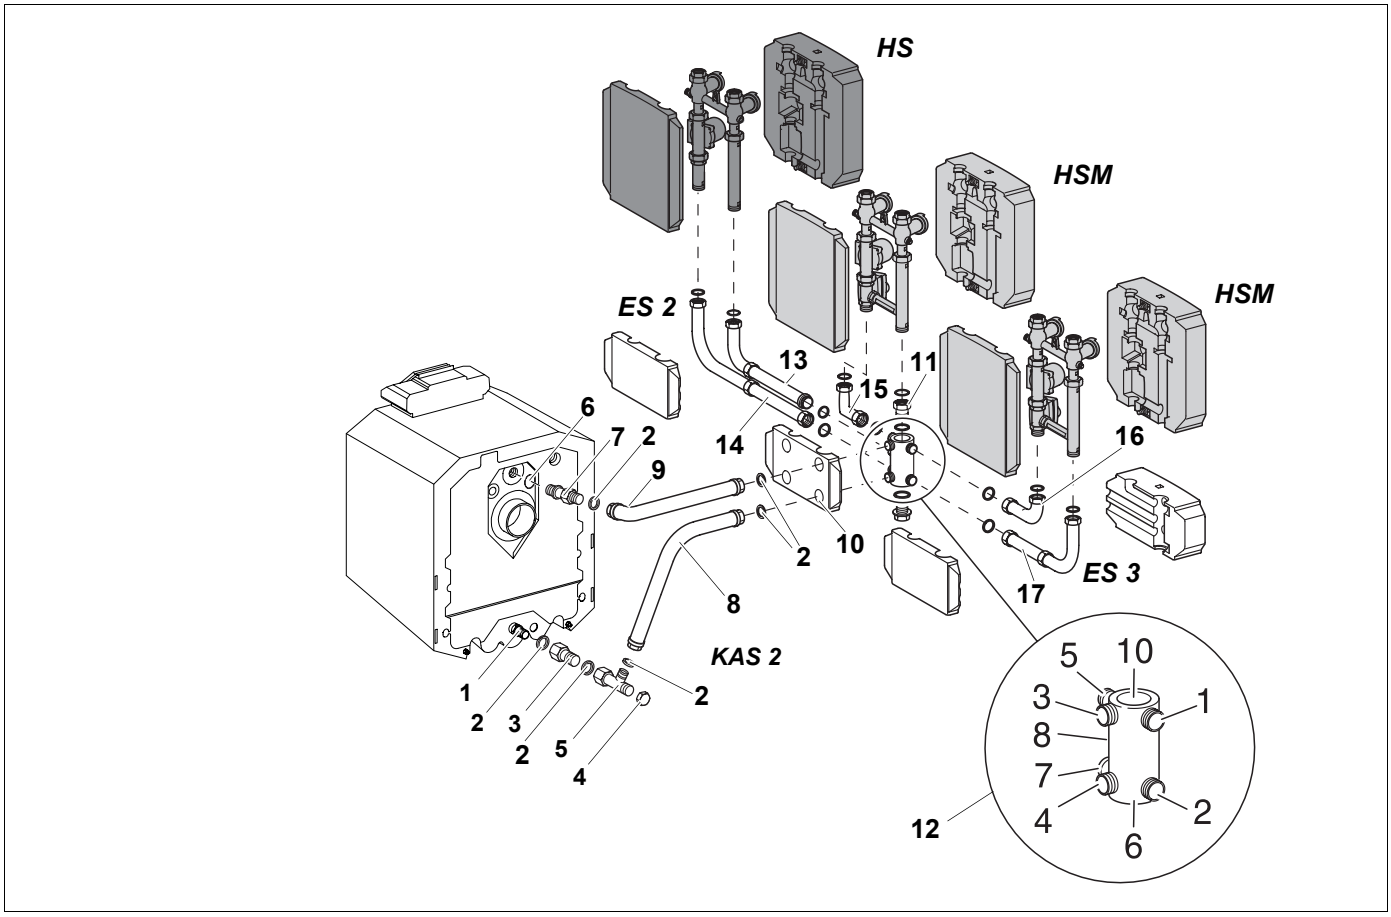

Рис. 8 Боковое подключение, левое параллельное исполнение
Экспликация рис. 8
- Установить отвод трубопровода с уплотнением (длинная сторона) (рис. 8).
- Установить отвод трубопровода с уплотнением (короткая сторона) (рис. 8).
- Прикрутить комплект подключения отопительного контура со смесителем (HSM) или без смесителя (HS) в соответствии с рис. 8.